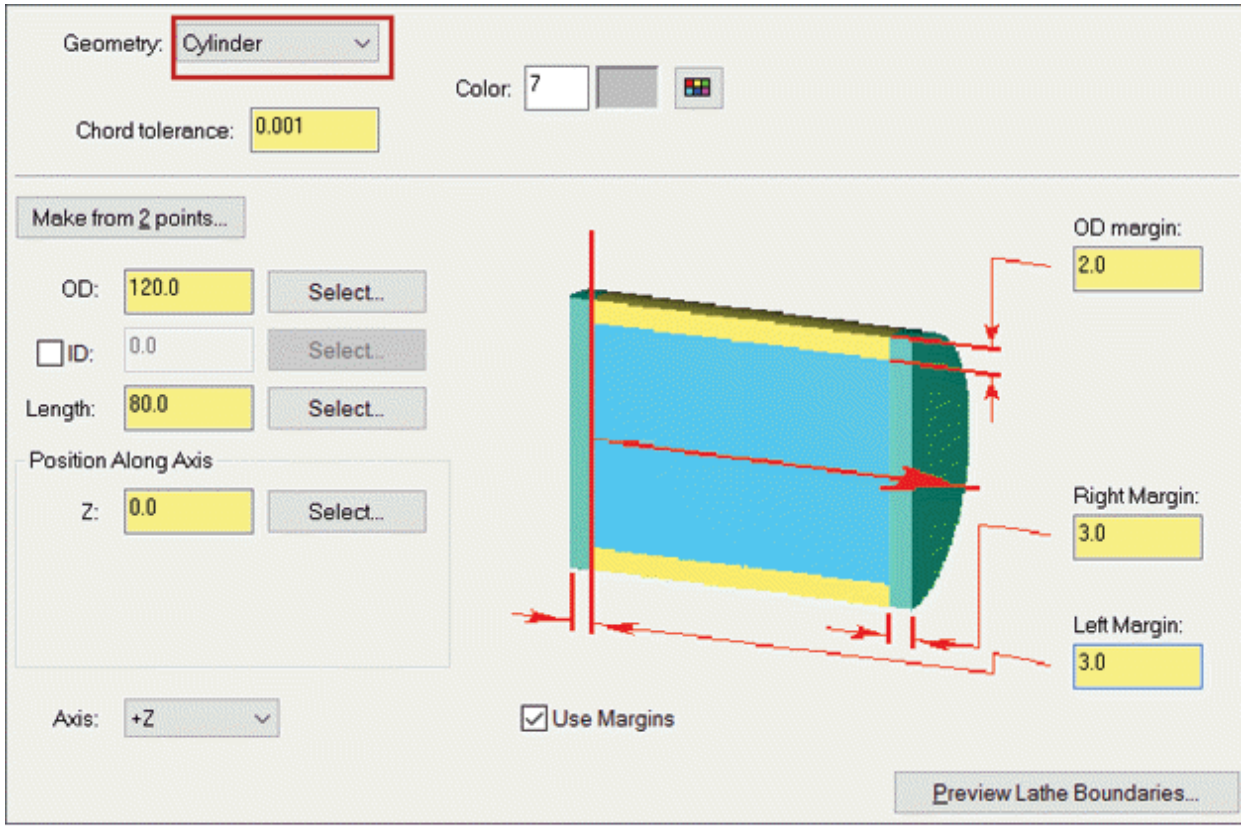

Figure-114. Margins and parameters for stock
- Specify **OD Margin** as **2.0**, **Right Margin** as **3.0**, and **Left Margin** as **3.0** in respective edit boxes; refer to Figure-114.